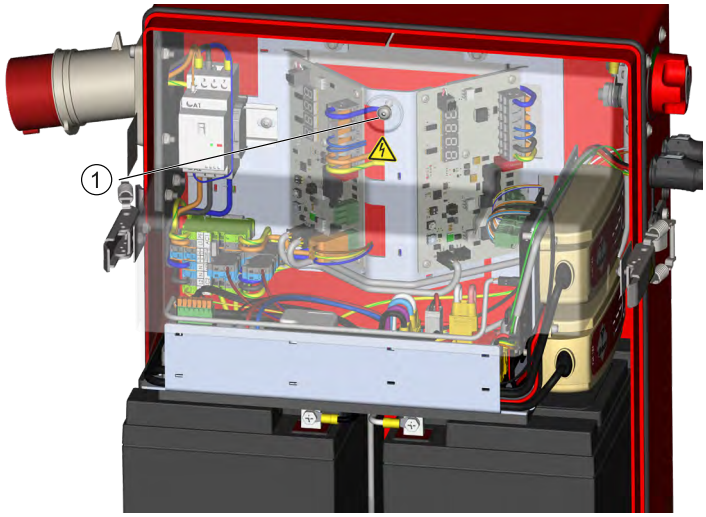

Imagen 27: Protector contra contacto accidental
2. Afloje el tornillo Allen del protector contra contacto accidental (véase Imagen 27 “Protector contra contacto accidental”, en la página 78).